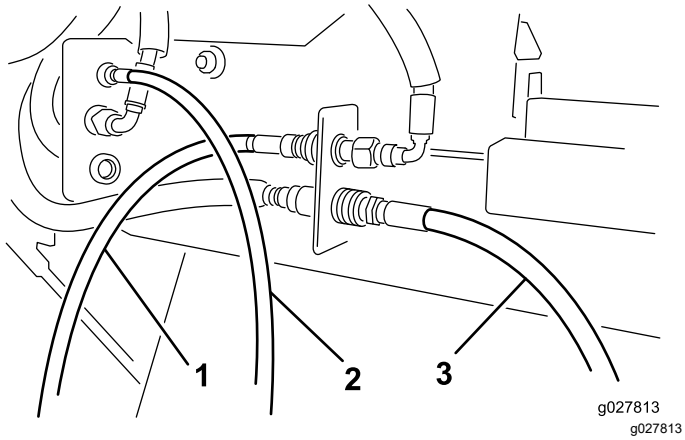

Figura 5
5. Ligue os acopladores rápidos da mangueira do motor hidráulico aos acopladores do VersaVac, como se mostra na Figura 5.